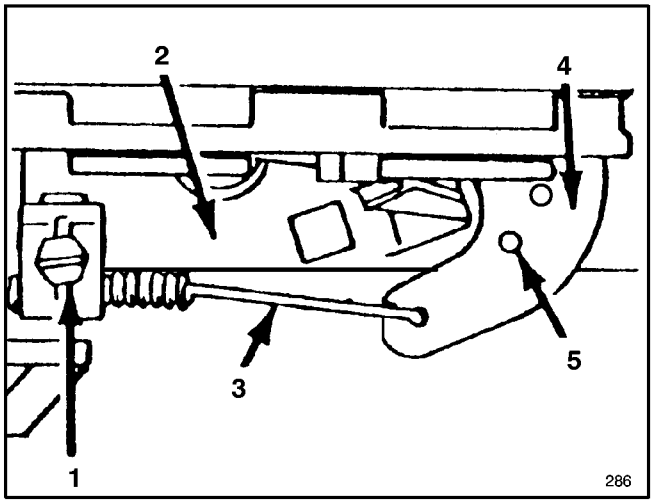

Abbildung 19
3. Die Schraube der Kabelklemme lösen, bis der Gaszug durchrutscht (Abb. 19).
4. Den Gaszug nach links oder rechts bewegen, bis die Löcher im Gashebel mit denen in der Halterung übereinstimmen (Abb. 19).